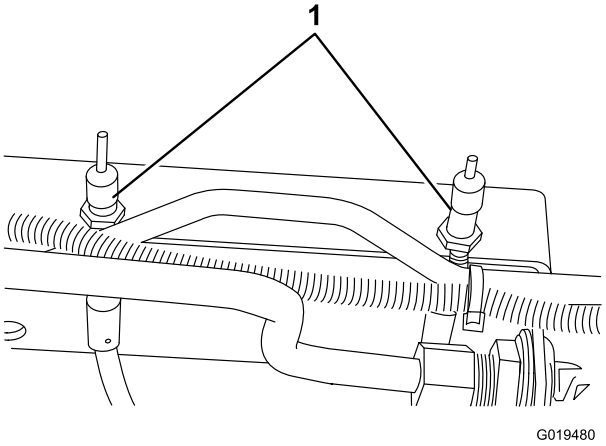

Bild 72
2. Lockern Sie zum Reduzieren des Spiels der Bremspedale die vordere Mutter am Gewindeende des Bremszugs (Bild 72). Ziehen Sie dann die hintere Mutter fest, um den Zug nach hinten zu bewegen, bis die Bremspedale ein Spiel zwischen 1,2-2,5 cm aufweisen. Ziehen Sie die vorderen Muttern fest, wenn die Bremsen einwandfrei eingestellt sind.